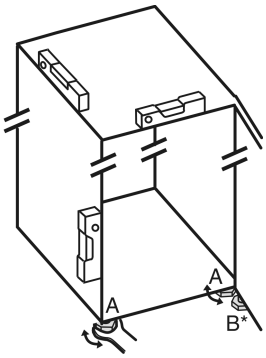

Fig. 24
▶ Dévisser les pieds réglables *Fig. 24 (A)* avec la clé plate fournie et utiliser un niveau à bulle pour vérifier que l'appareil est bien plan.
▶ Dévisser le pied réglable *Fig. 24 (B)* du support de palier avec la clé plate fournie jusqu'à ce qu'il touche le sol.
▶ Continuer de tourner le pied réglable *Fig. 24 (B)* de 90° maximum pour éviter d'endommager la porte.